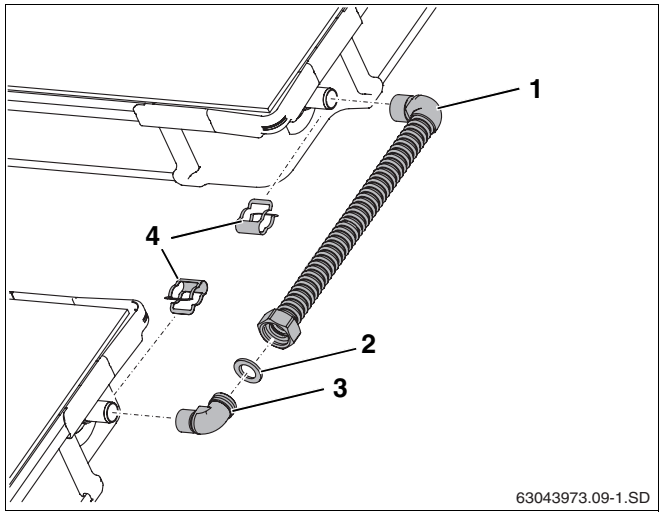

Abb. 40 Verbindungssatz zwischen zwei Kollektorreihen
- Dichtung (Abb. 40, **Pos. 2**) einlegen.
- Winkel (Abb. 40, **Pos. 3**) in Überwurfmutter einlegen, ausrichten und verschrauben.
- Anschlussrohr (Abb. 40, **Pos. 1**) auf die Kollektoranschlüsse schieben und mit Klammern (Abb. 40, **Pos. 4**) aus dem Anschlusssatz fixieren.